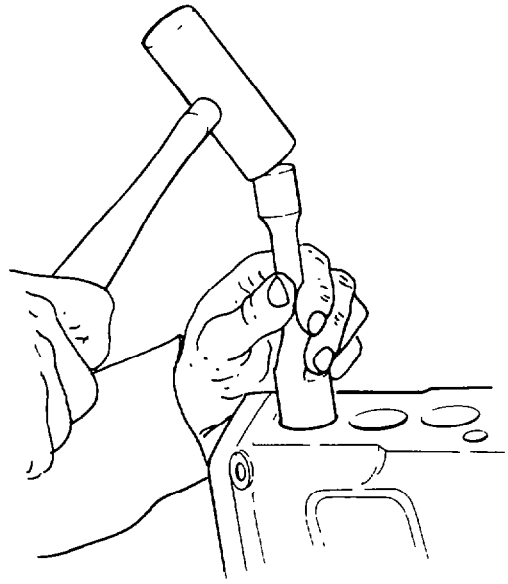

Fig. 95 — Driving Out Base Closure Plugs
p. Fit a socket (approximately 33 mm 1 5/16 in. O.D.) into the hollow of the base closure plug (item 17) and drive the plugs into the pump cavity (see fig. 95).